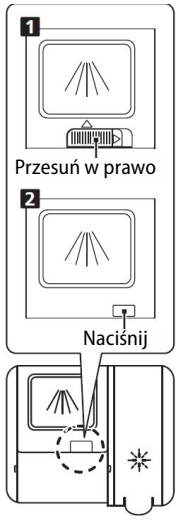

Rys. 6
-**Sposób 2**: Zamknięcie otwiera się przez naciśnięcie zapadki zwalniającej. (Rys. 6).